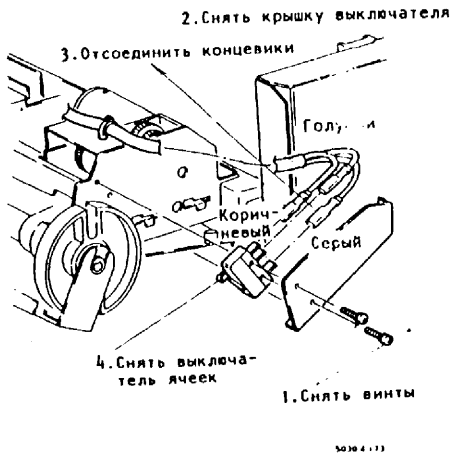

Рис.2. Снятие выключателя ячеек
5. (Рис.2): Снять выключатель ячеек.